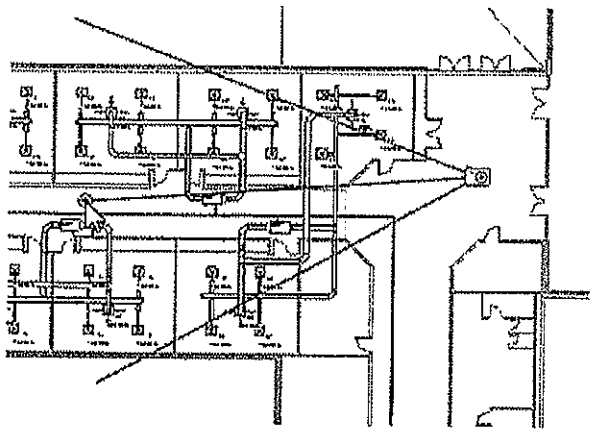

Figure 1–62
3. Place the camera and select a point for the target similar to that shown in Figure 1–62.